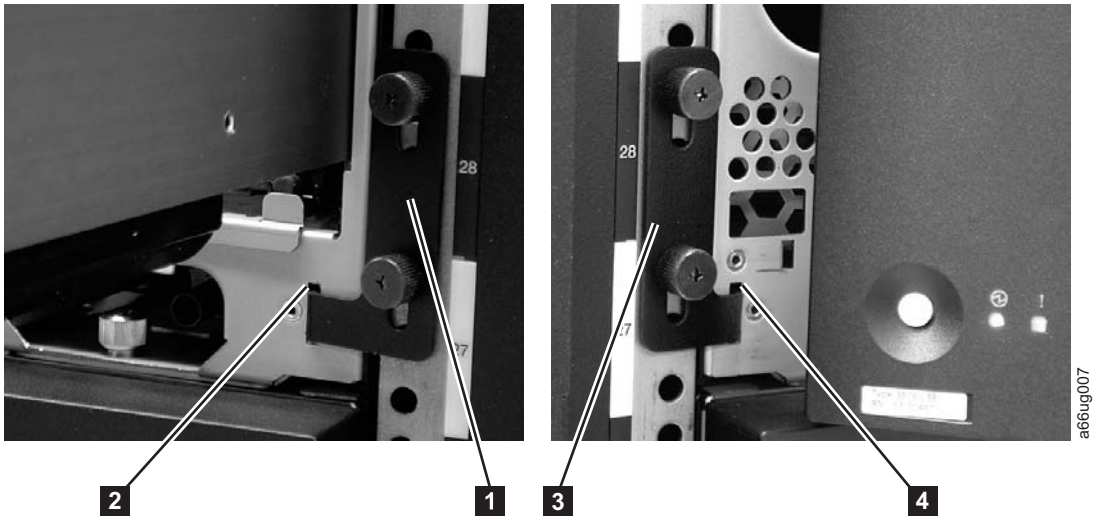

Figure 7-17. Removing the rack ears (Control Module shown)
2. Remove the right rack ear (**1** in Figure 7-17).
3. Remove the left rack ear (**3** in Figure 7-17).
2. Replace the right rack ear (**1** in Figure 7-17).
a. At the bottom right of the I/O Station position on each library unit, there is a slot (**2** in Figure 7-17). Insert the right rack ear into the slot.
3. Replace the left rack ear (**3** in Figure 7-17).
b. Insert the left rack ear into the slot (**4** in Figure 7-17).